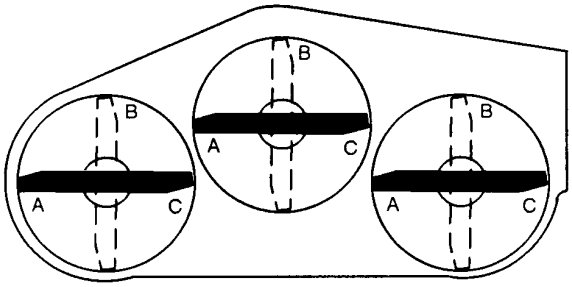
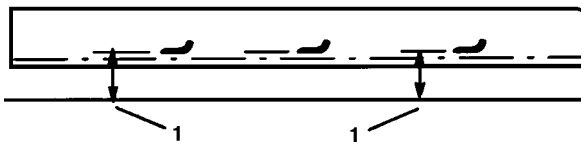

Fig. 18
Fig. 19
5. Anbring alle tre knive i “A” positionen (fig. 18) og mål afstanden fra den vandrette overflade til den nederste del af spidsen på hver kniv (fig. 19).
6. Skriv målet, der fås ved “A”, ned. Drej så knivene til “B” positionen (fig. 18), og mål afstanden mellem alle knivene og den vandrette overflade. Skriv målene ned (fig. 19).
7. Drej knivene til “C” positionen. Mål afstanden og skriv den målte afstand ned (fig. 18, 19).